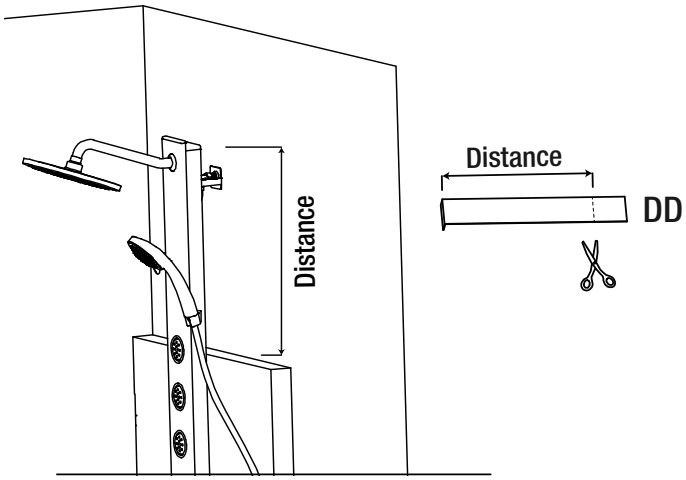
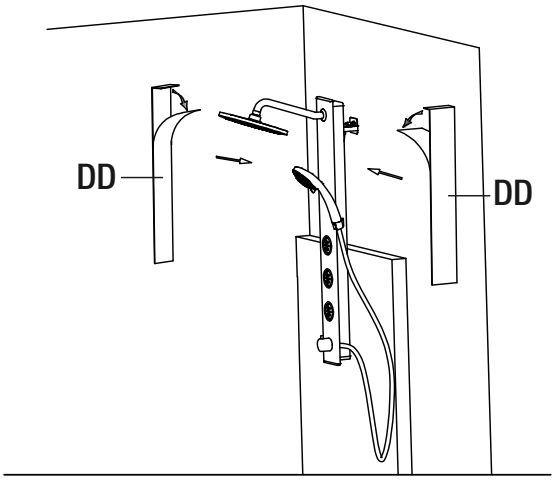

Fig.18
Fig.19
- Measure the length of the gap between the top of the shower panel and the stall, see Fig. 18.
- Cut both aluminum covers (DD) with scissors to desired length.
- Remove the paper backing from the aluminum covers (DD) then stick them on the gap from the panel to the wall.
- Stick the aluminum covers (DD) in place, see Fig. 19.